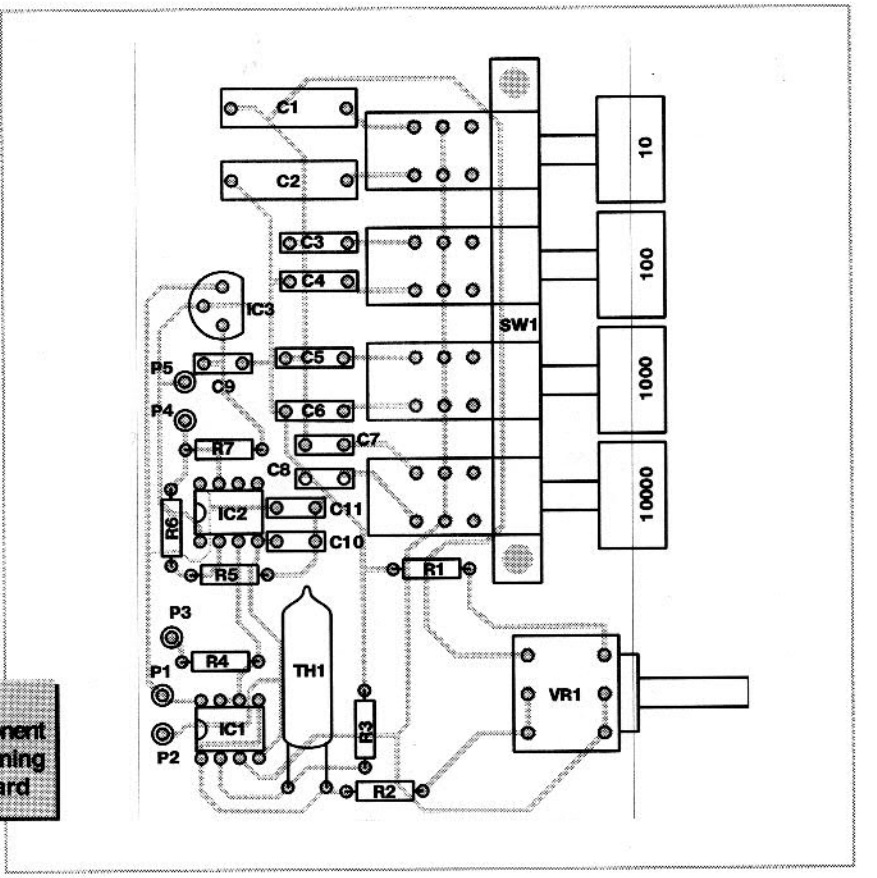

Fig. 3 Component positioning on board
The main PCB has the controls directly attached to it so this must fit into the case at the front. The construction of the main board is very simple if you follow Figure 3 carefully. In the prototype I chose not to use sockets for the two ICs as these are low cost items. This decision is left to the constructor as there is plenty of room for sockets. If damaged, the simplest way to remove the chip is to cut the legs and then unsolder the pins.
***The construction of the main board is very simple if you follow Figure 3***